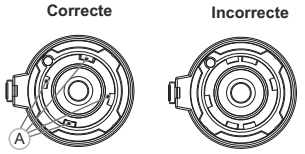

Fig.5
- Assurez-vous que les reliefs **(A)** de l'oculaire d'attache soient situés au-dessus des reliefs inférieurs **(Fig.5)**.